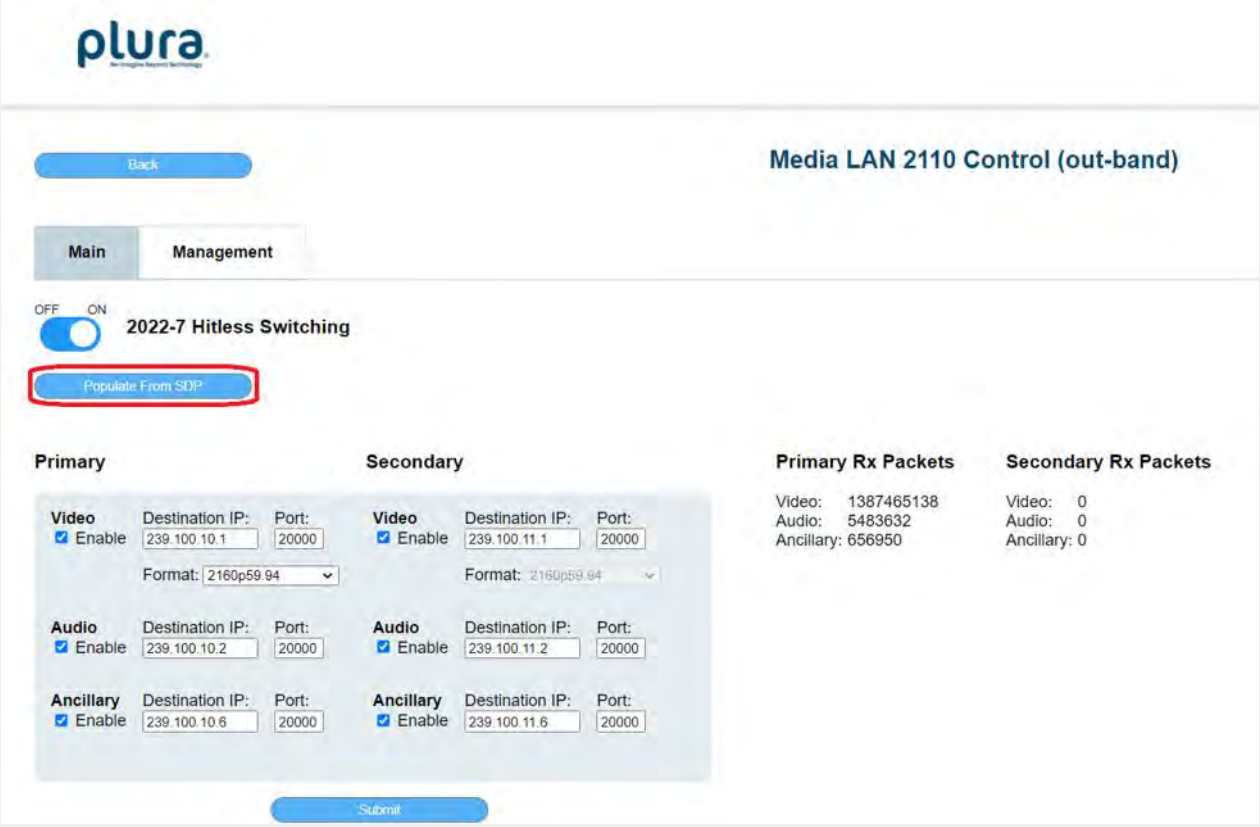

Figure 25. Main Populate From SDP Button
- SDP files may be used to populate the flow configurations for both primary and second ary (if enabled) flows. This is done using the “Populate From SDP” button at the top of each channels’ tab just under the 2022-7 Hitless Switching toggle (figure 25).